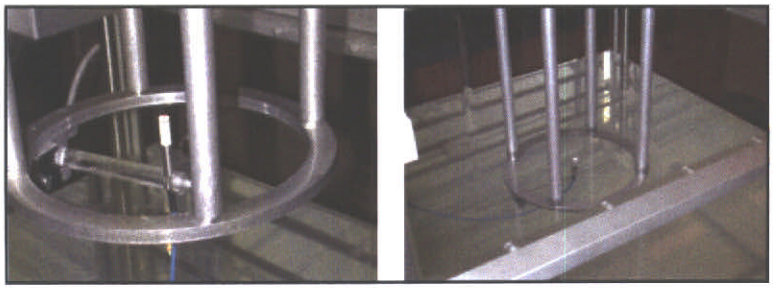

Figure 3-5 Diode Detector Holder Mounted in Bird Cage
5. Using the Teach Pendant (TP), select **WORLD COORDINATES**, so you can operate the robot manually.
8. Attach the TPR diode detector and install Bird Cage on the collimator housing. (*Figure 3-5 Diode Detector Holder Mounted in Bird Cage, page 8*).
17. Clear the room - deliver a warm-up fraction ION of 2000 Monitor Units (MU).